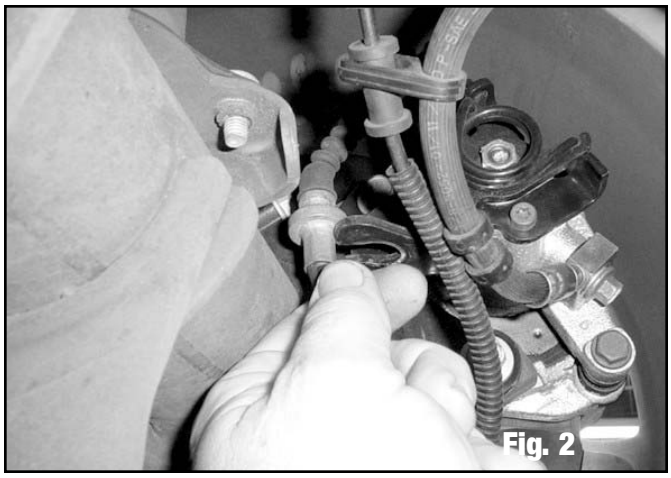

Fig. 2
4. With parking brake released, remove clip from parking brake cable at brake caliper. Slip cable out of brake caliper and off of parking brake arm. Thread cable back through trailing arm ***(See Figure 2).***